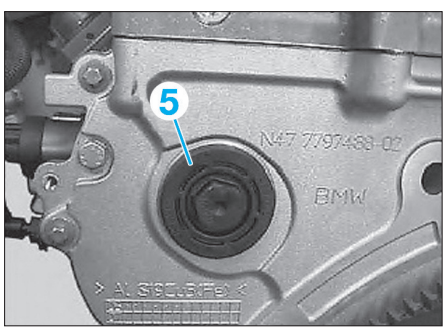

Fig. 58
• Dévisser le couvercle du carter de chaîne (5) **(Fig.58)**.